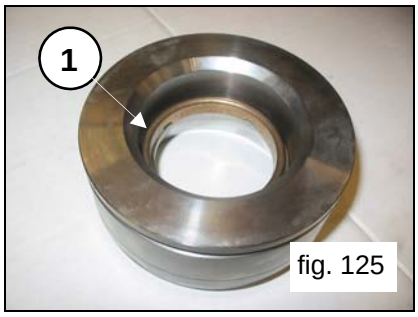

fig. 125
Assemble the head ring (pos.①, fig.125), the high pressure packing (pos.①, fig.126) and the Restop ring (pos.①, fig.127)